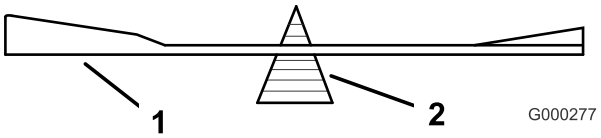
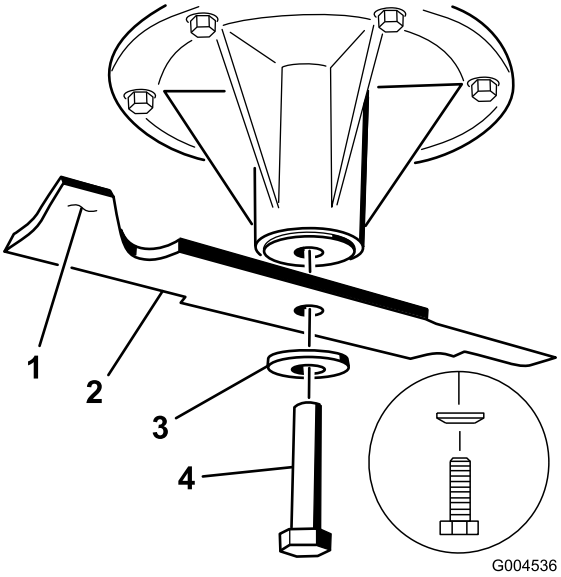

Figur 90
Figur 91
2. Avlägsna knivskruven, den böjda brickan och kniven från spindelaxeln (Figur 91).
2. Kontrollera knivens balans med en knivbalanserare (Figur 90). Om kniven stannar kvar i ett horisontellt läge är den i balans och kan användas. Om kniven inte är balanserad kan du fila bort lite metall från knivens segeldel (Figur 91). Upprepa proceduren tills kniven är balanserad.
1. Montera kniven på spindelaxeln (Figur 91).
2. Montera den böjda brickan och knivbulten. Den böjda brickans kon måste monteras mot bultens huvud (Figur 91). Dra åt knivskruven till 115–150 Nm.